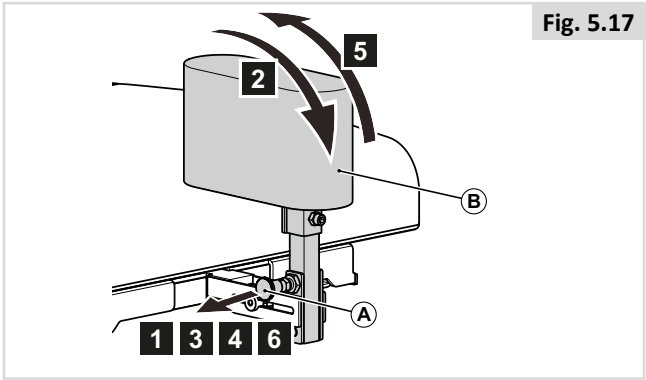

Fig. 5.17
5.11 Plot d'abduction (Fig. 5.17)